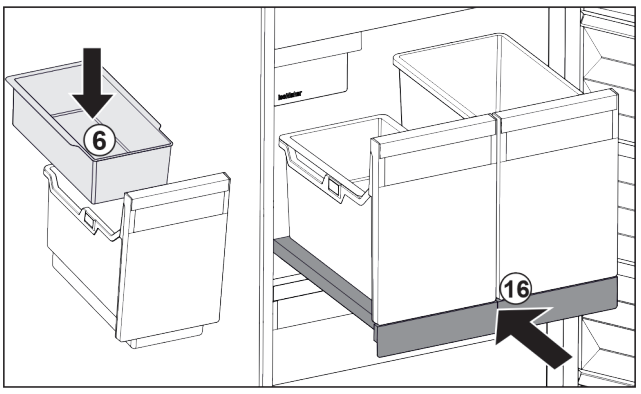

Fig. 91
▶ Insert hang-on tray *Fig. 91 (6)* for ice cubes.
▶ Slide in the pull-out board with (IceTower) container. *Fig. 91 (16)*